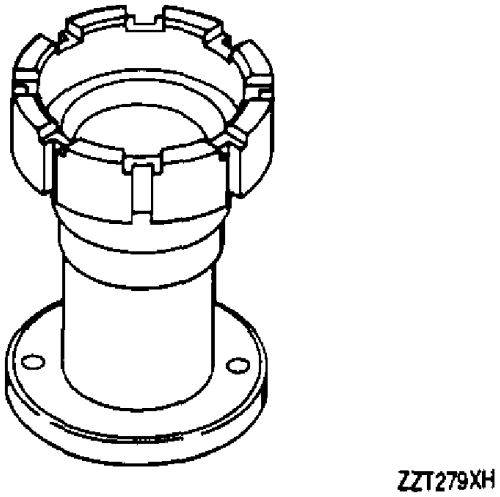

Figure 12. 23034290 Turbine Rotor Holding Fixture
c. Install two clamp bolts (30) thru labyrinth seal and wheel to ensure alignment of labyrinth seal to wheel.
e. Install forward balance rings (31) on the forward side of wheel, indexing heavy sections 180° apart.
f. Secure balance rings with internal retaining ring (32).
i. Place first−stage wheel assembly in 23034290 turbine rotor handling fixture. Engage bolt heads in fixture slots (figure 12).